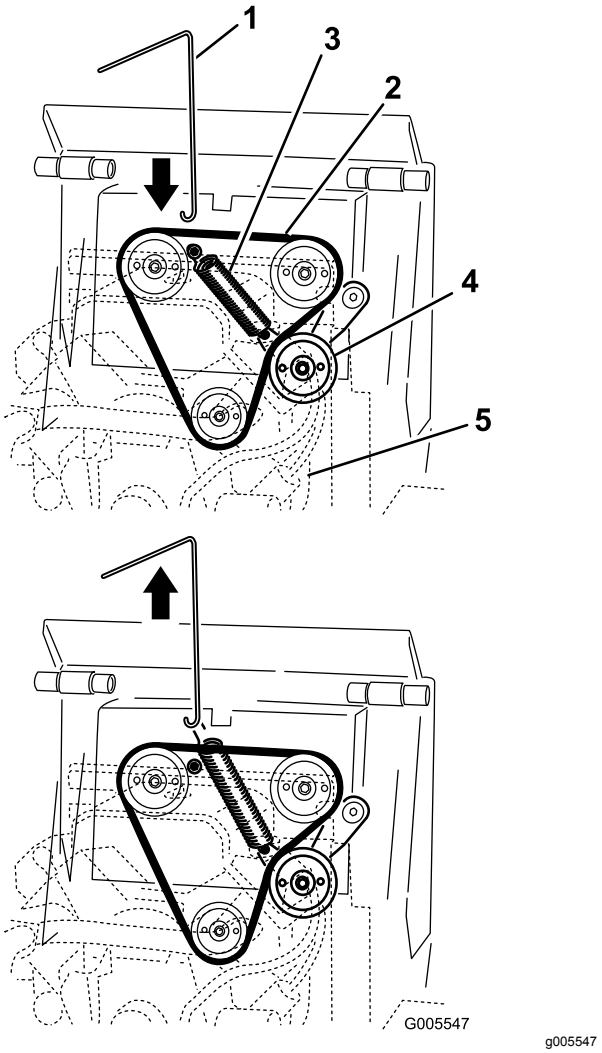

**Figur 52**
4. Koppla fjäderborttagningsverktygets krok till kroken på mellanremskivans fjäder, och ta bort fjädern från tappen enligt Figur 52.